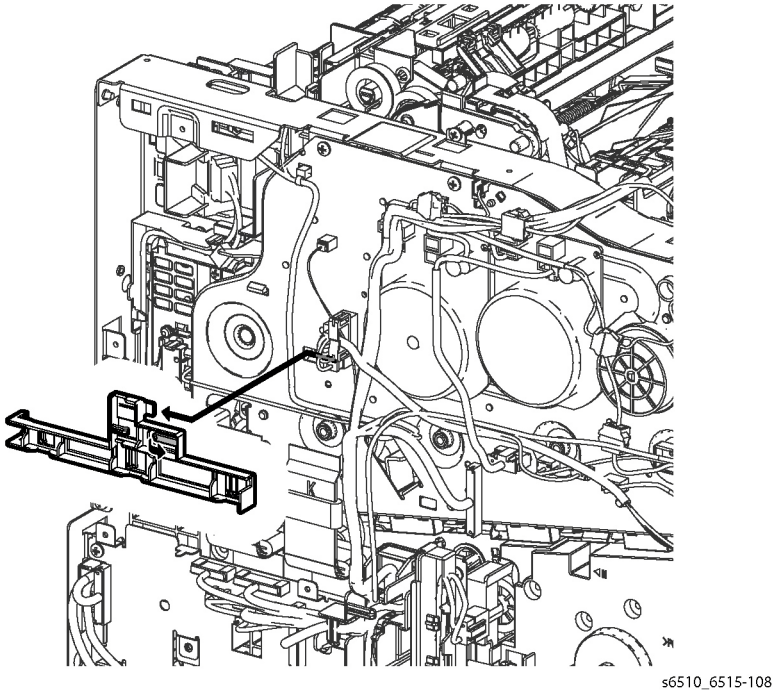

Figure 8 Remove the Interlock Harness Guide
21. Refer to Figure 8 to release the boss on the Interlock Harness Guide and remove the guide.